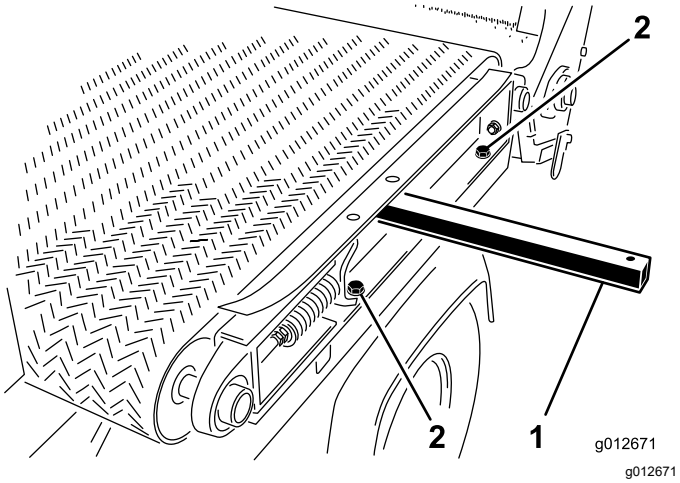

Figur 34
5. Lossa de två huvudskruvarna och två brickorna på maskinens vänstra sida som fäster glidflaksskenan vid den vänstra stänkskärmen (Figur 34).
1. För in en lyftstång genom hålet i vänster glidflaksskena och höj upp lyftstången för att tippa flakskenan något. Se Figur 34 i Demontera glidflaket (sida 22).